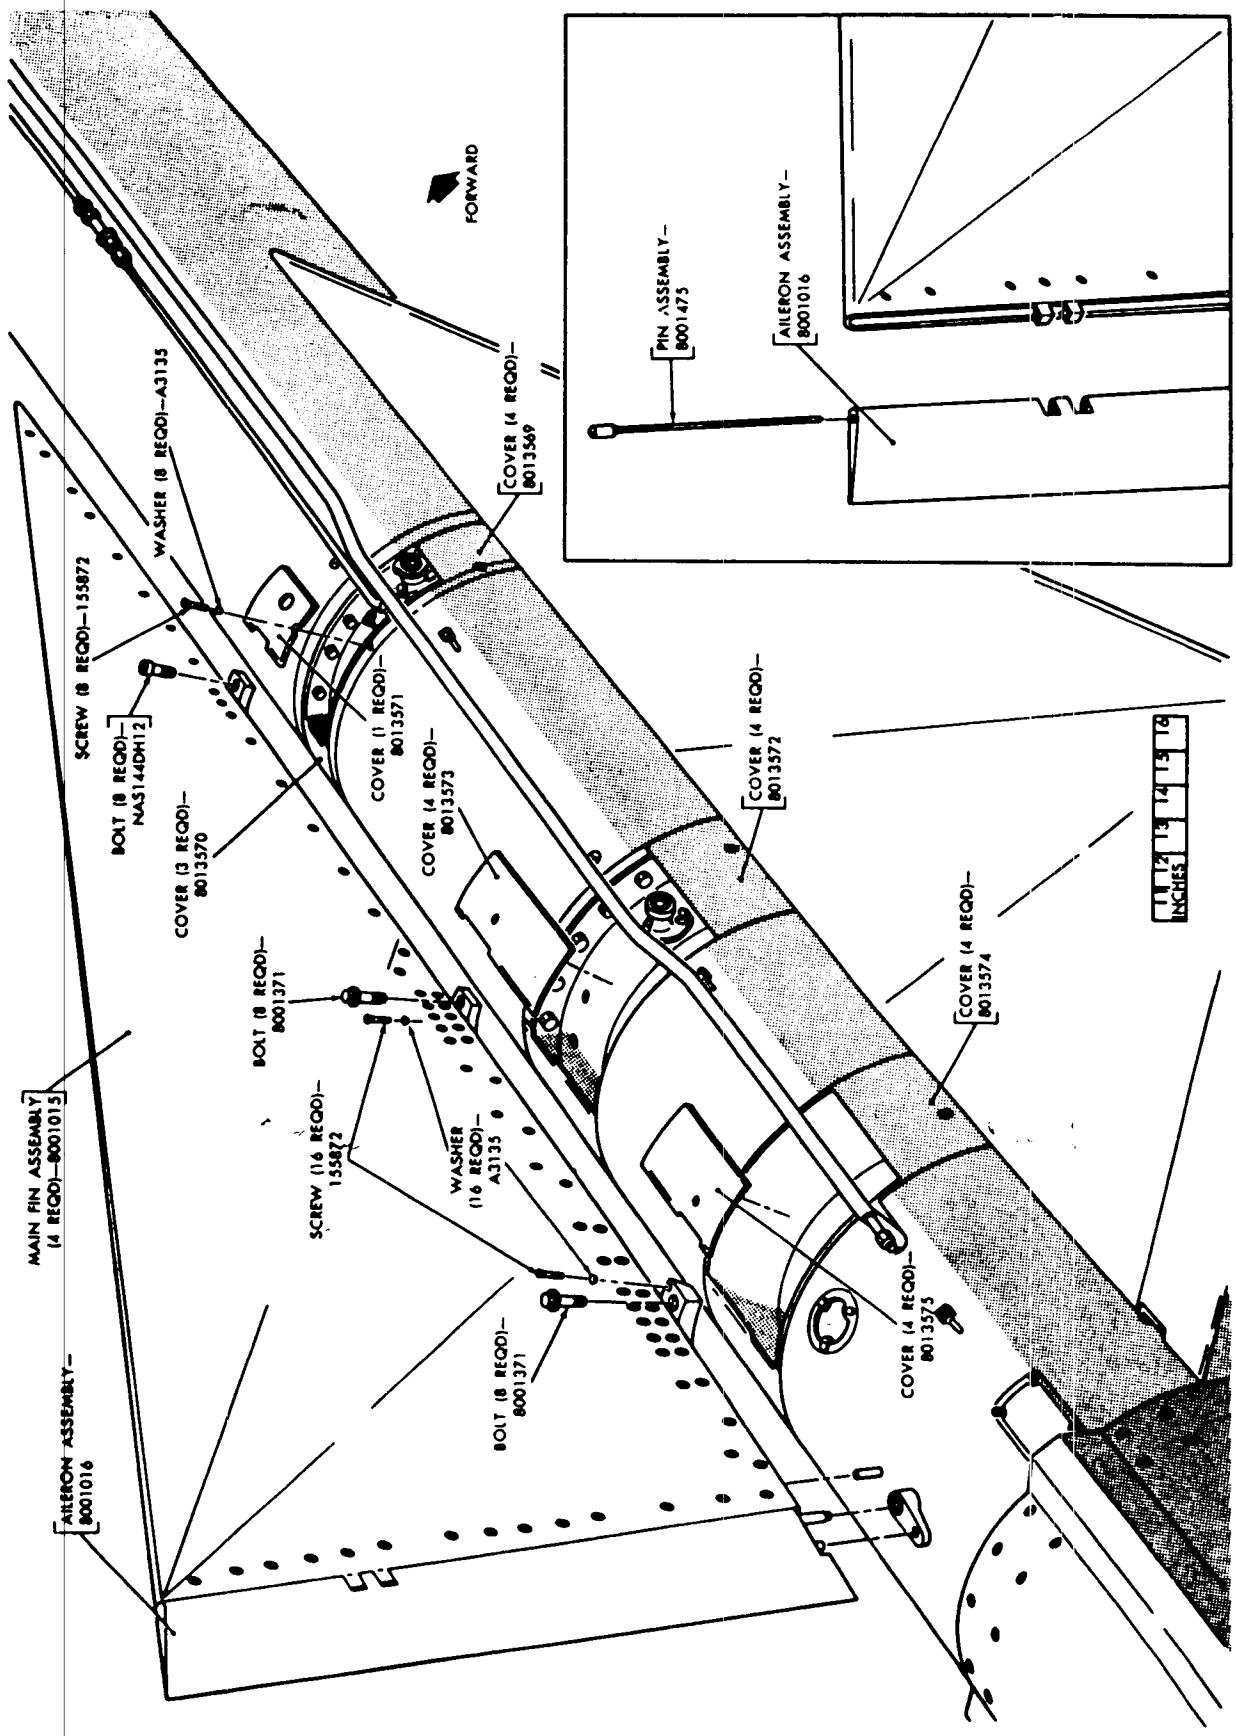

*Figure 155. Installation of main fins and ailerons.*
*b. Main Fins and Ailerons* (fig. 155).
**8** removes one set (6) of tank-joint covers, 6 screws, and 6 washers from the cloth bag tied to the missile.